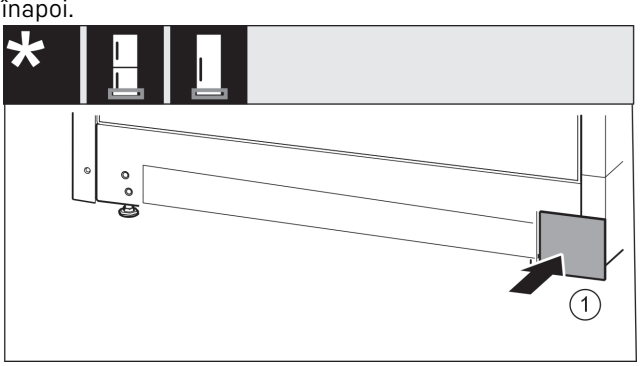

Fig. 21
▶ Așezați capacul *Fig. 21 (1)* din nou pe cealaltă parte.